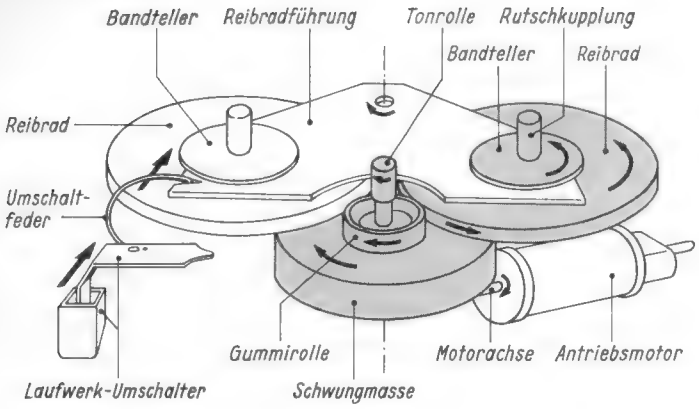

Bild 7a. Antrieb des Bandtransportes bei Spur I
3. *Antrieb des Bandtransportes bei Spur I (Bild 7a).* Der Achsstummel des Motors drückt von unten gegen die Gummibelegung der Tonrollen-Schwungmasse. Tonrolle und Schwungmasse sitzen starr auf der gleichen Achse. Die Drehung des Schwungrades wird durch die obere Gummirolle auf das Reibrad des rechten Bandspulentellers übertragen. Reibrad und Bandspulenteller sind durch eine Rutschkupplung miteinander verbunden, so daß die vom Durchmesser des Bandwickels abhängige Drehzahl der Aufwickelspule erreicht wird.